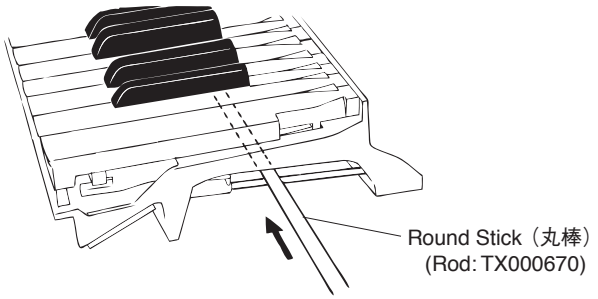

Fig.20（図 20）
* *After inserting a round stick (Rod: TX000670) between the frame and the keys, remove the circuit boards. (Fig.20)*
※ シートをはずす前に、接点ゴムを歪ませないように、フレームとハンマーの間に丸棒（ロッド：TX000670）を挿入しておきます。(図 20)